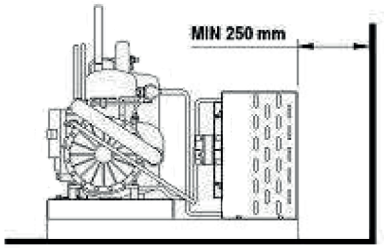

fig. 9
- Il condensatore deve distare almeno 250 mm. da una eventuale parete (fig.9).